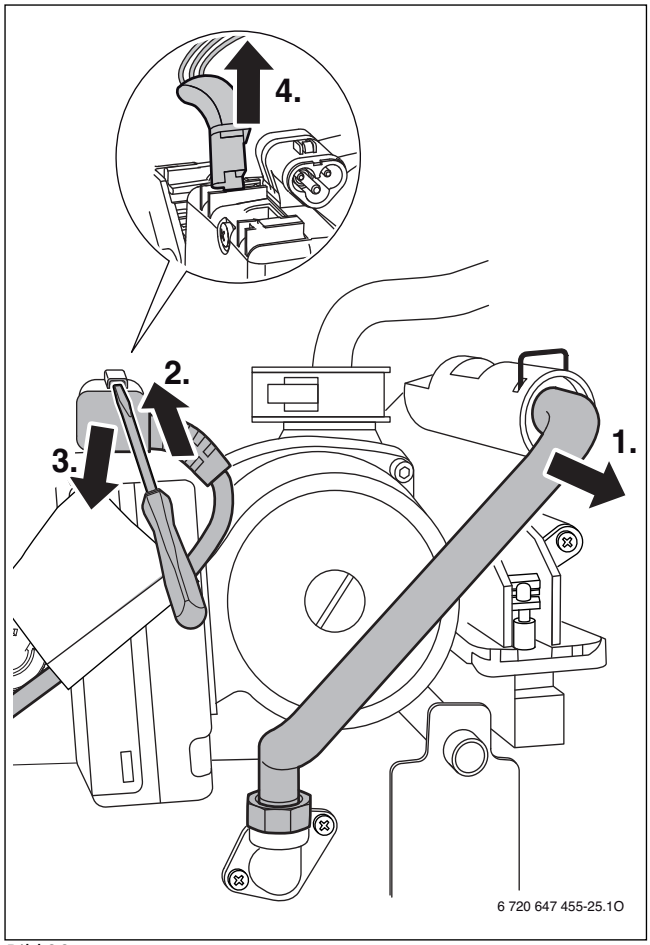

Bild 89
- ▶ Kaltwasserrohr ausbauen (→ Bild 89).